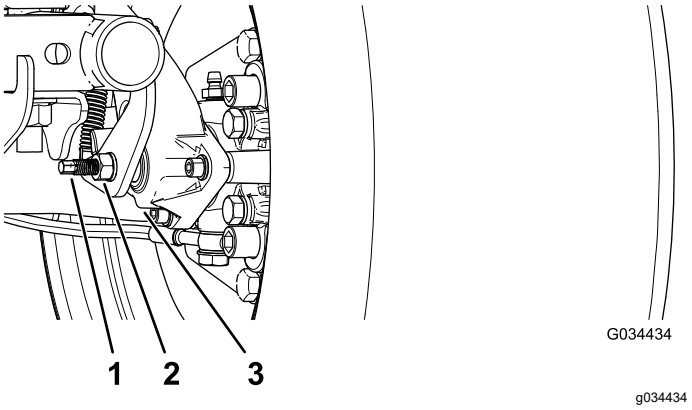

Figur 63
3. Använd två skiftnycklar. Håll justeringsstaven på bromsoket på plats med den ena skiftnyckeln och lossa kontramuttern ett kvarts varv med den andra (Figur 63).
4. Håll justeringsstaven och kontramuttern på plats. Vrid justeringsstaven inåt för att dra åt (Figur 63).
5. När justeringsstaven och kontramuttern sitter på plats lossar du ett kvarts varv (Figur 63).
6. När justeringsstaven och kontramuttern sitter på plats drar du åt kontramuttern (Figur 63).